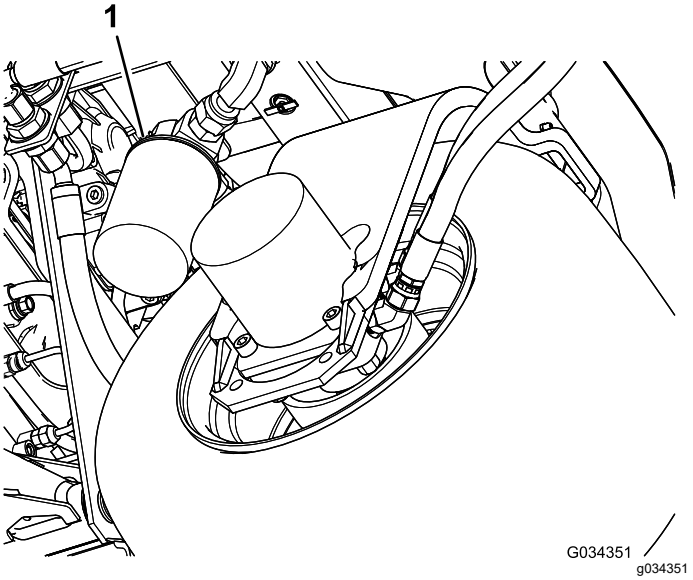

Figur 96
2. Rengör runt området där filtret ska monteras. Placera ett avtappningskärl under filtret (Figur 96) och avlägsna filtret.